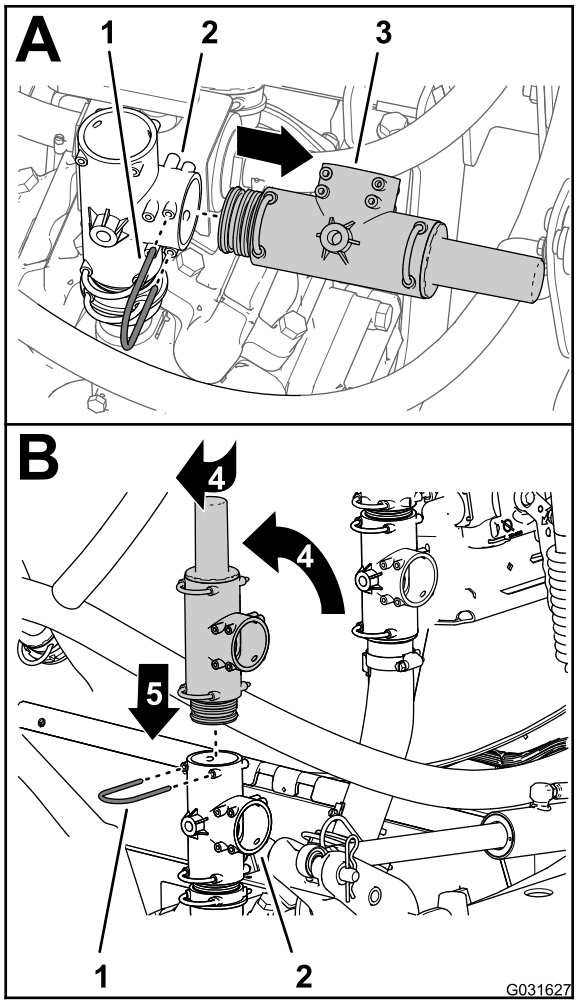

Figur 216
3. Ta bort hållaren som håller fast övertrycksventilen på T-kopplingen på sprutans pump och ta bort övertrycksventilen (Figur 216).
4. Vrid övertrycksventilen uppåt enligt Figur 216.
5. För in övertrycksventilen på T-kopplingens ovansida så att ventilen sitter ordentligt (Figur 216).